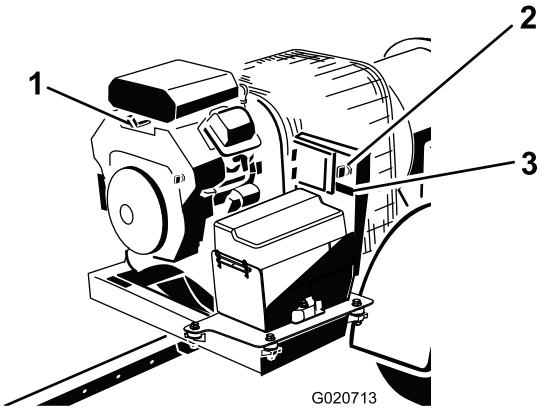

Figur 11
3. Drej tændingsnøglen til positionen "START", og sæt den hurtigt herefter i positionen "ON" (Figur 11) Dette aktiverer modtageren .
4. Hvis du forlader maskinen, skal nøglen drejes til positionen FRA og tages ud af tændingen (Figur 11).